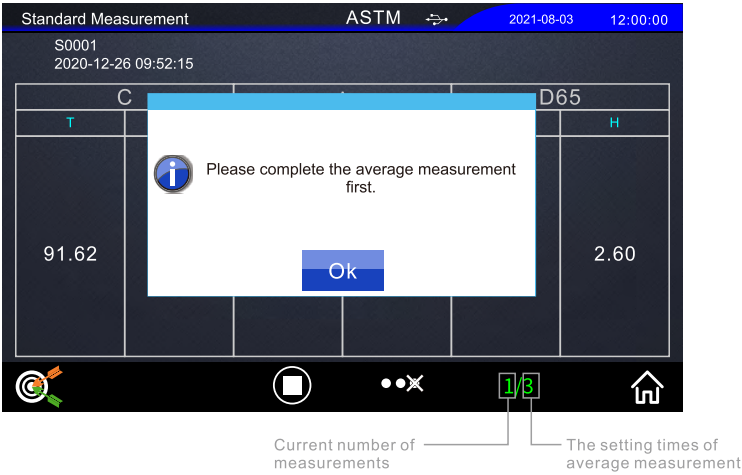

Figure 20 The first standard average measurement completed interface
5.During the measurement process, display the current measurement number and the set measurement number. For example"1/3" in Figure 20, where 1 represents the current measurement number in the group, and 3 represents the set average measurement number (if continuous measurement, it represents the set continuous measurement number);
During continuous measurement, click " ⏸ " Or press the "measurement button" to stop the measurement; After pausing, click " ⏯ " Or press the "measurement button" to continue the measurement. The other ICONS for continuous measurements are the same as the definition for average measurements, as illustrated at the top of Figure 20.